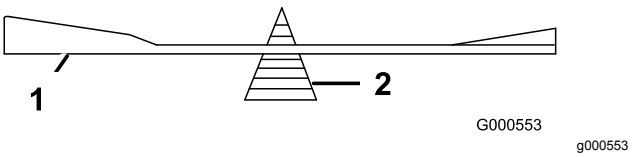

Figuur 58
2. Controleer de balans van het mes met een mesbalans (Figuur 58).